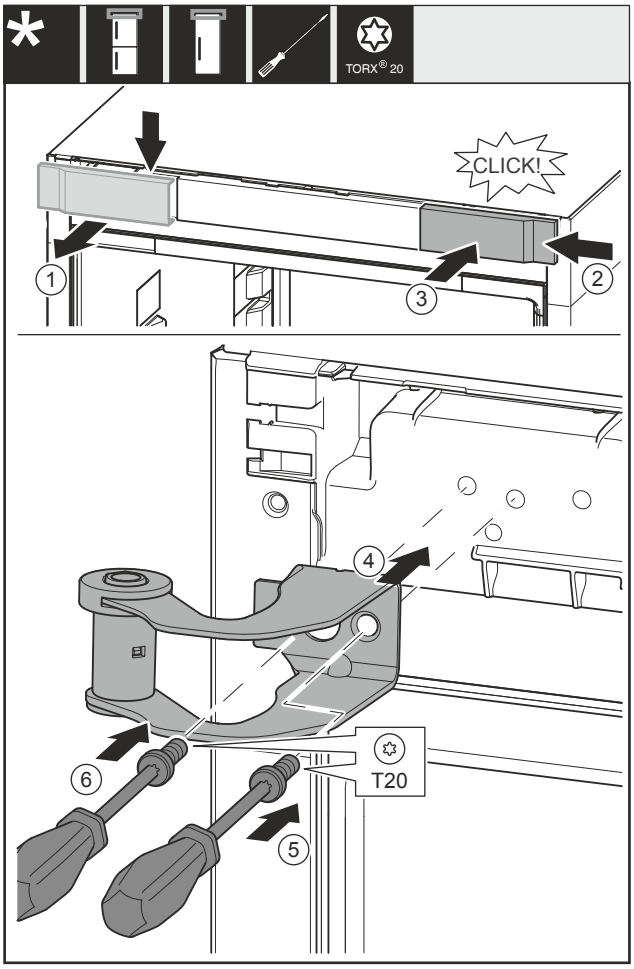

Fig. 36
▶ Detașați capacul *Fig. 36 (1)* de sus spre înainte.
▶ Acroșați pe cealaltă parte din dreapta capacul *Fig. 36 (2)* rotit cu 180°.
▶ Fixați capacul *Fig. 36 (3)* în poziție.
▶ Aplicați suportul de lagăr superior *Fig. 36 (4)*.
▶ Strângeți ferm șurubul *Fig. 36 (5)*.
▶ Strângeți ferm șurubul *Fig. 36 (6)*.